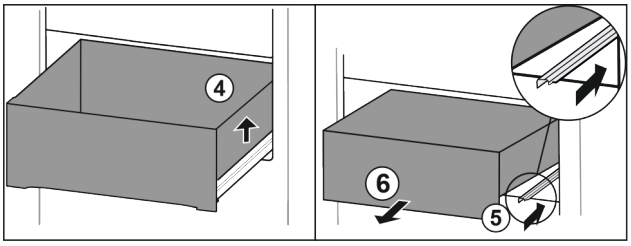

Fig. 114
▶ Ridicați sertarul din dreapta. *Fig. 114 (4)*
▶ Inserați șina din dreapta. *Fig. 114 (5)*
▶ Extrageți sertarul spre înainte. *Fig. 114 (6)*